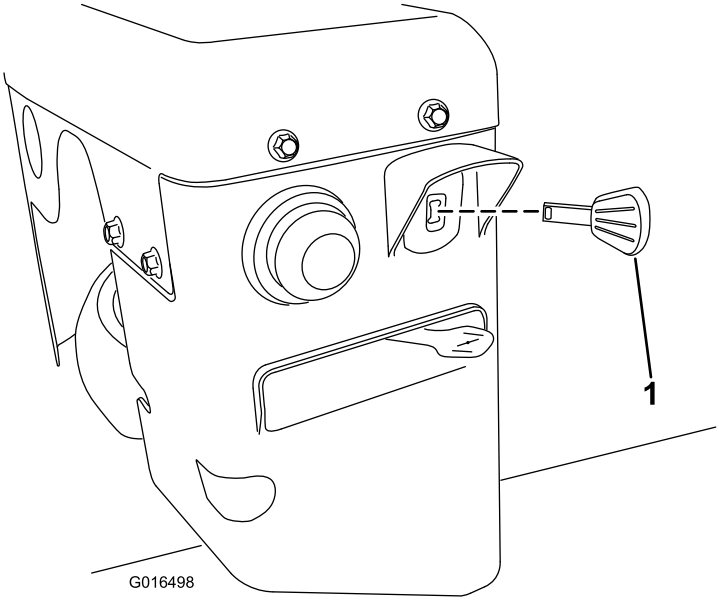

Rysunek 26
3. Maksymalnie wsunąć kluczyk zapłonu (Rysunek 26).